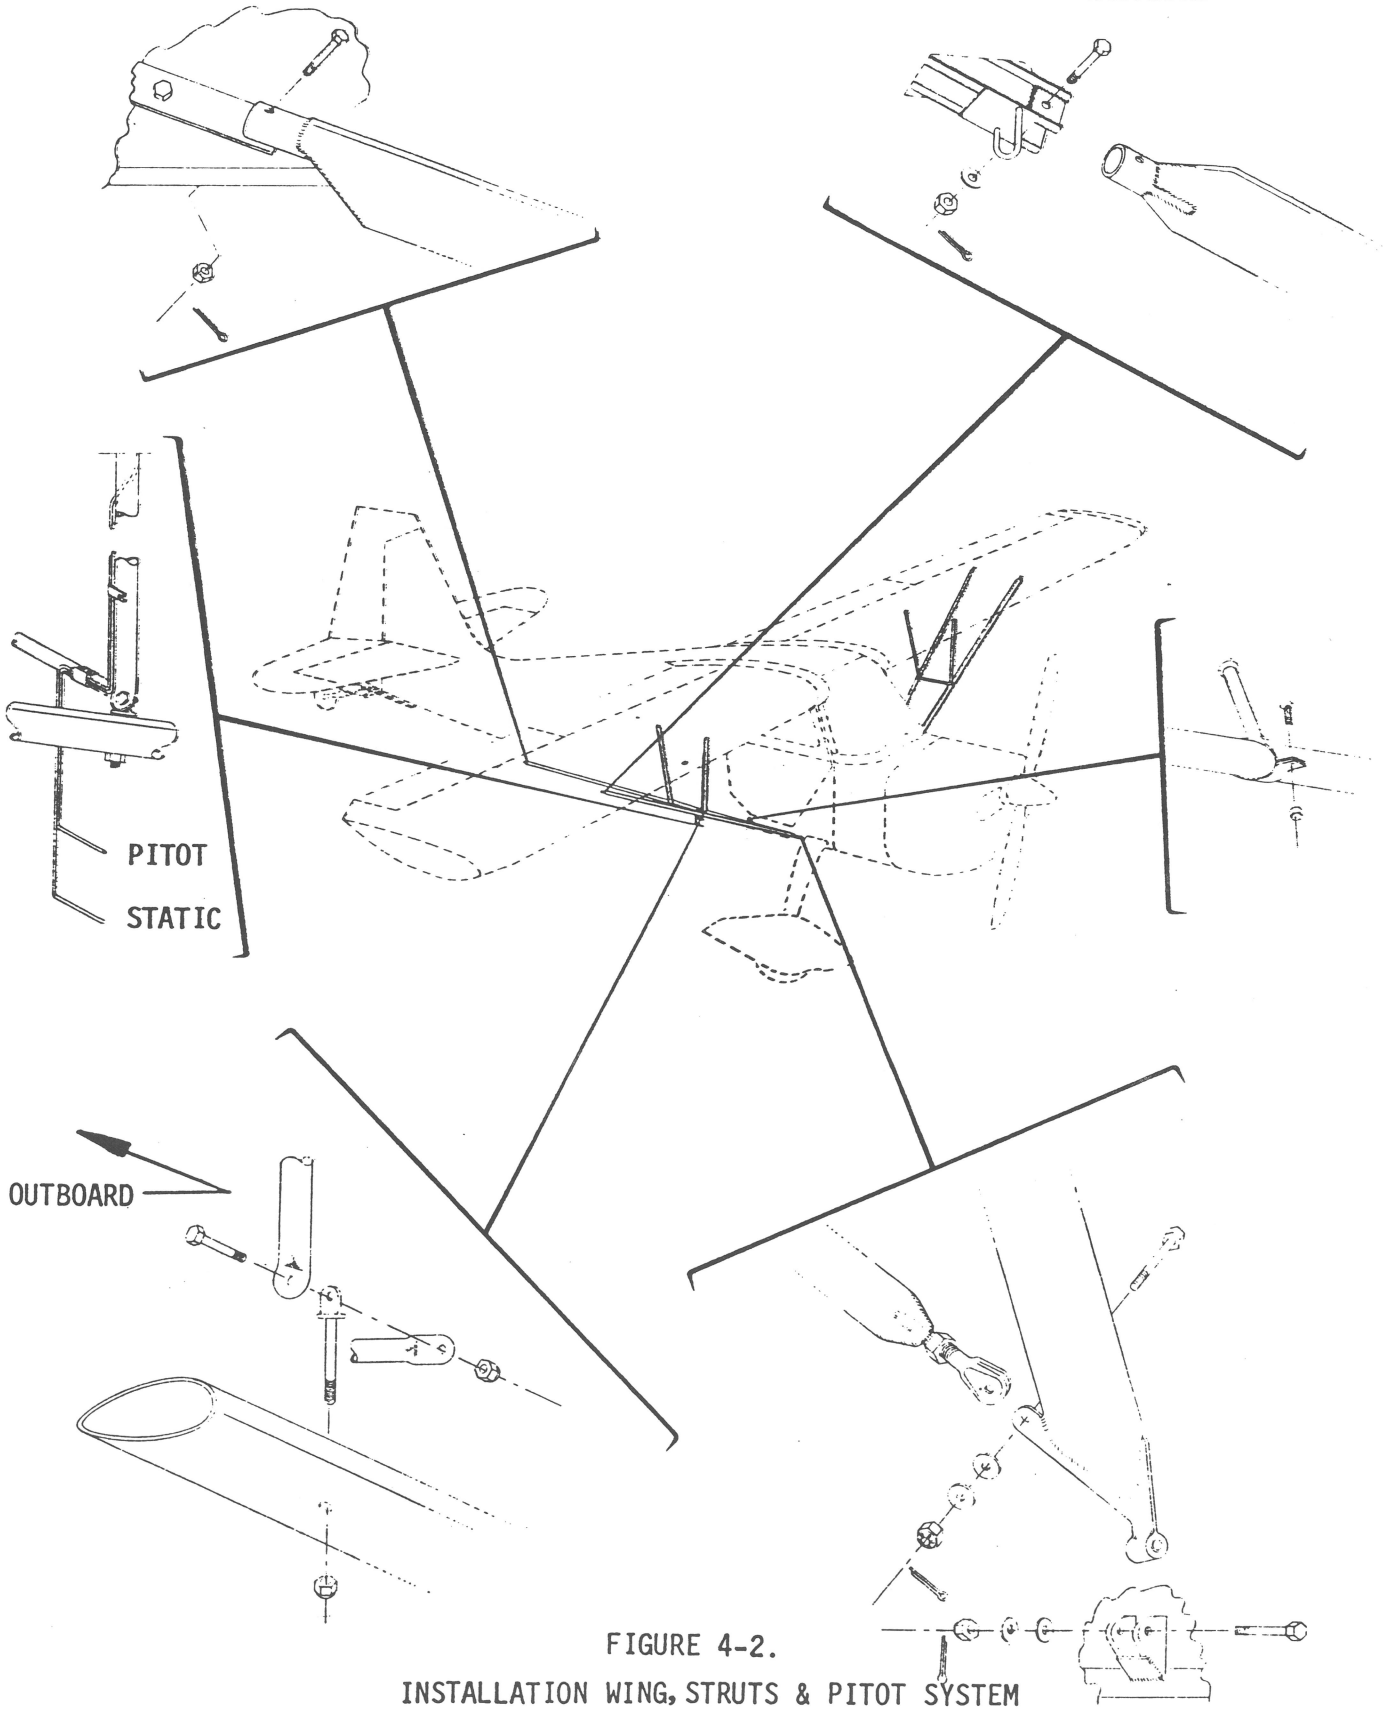

FIGURE 4-2.
d. Install jury struts and tighten all attachments. (Refer to Figure 4-2)
m. Install pitot mast (right wing only) and connect pitot and static lines to pitot mast. Note: Check for proper line connection and system leaks. (Refer to Figure 4-2)